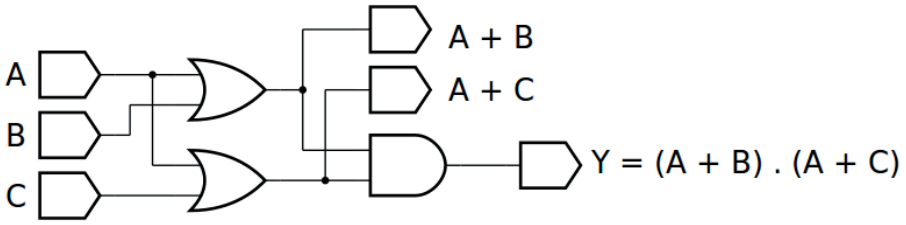
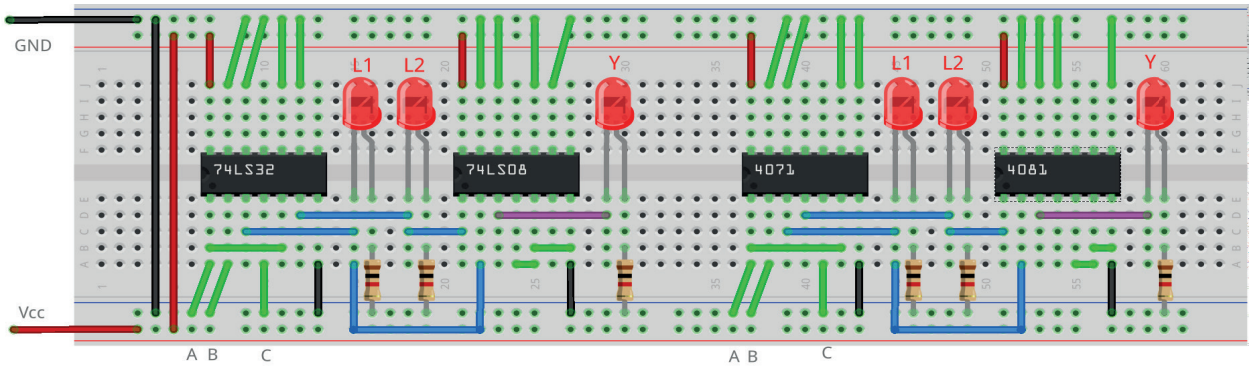

Figura 4.28 – Diagrama esquemático.
Figura 4.30 – Placa de montagem com componentes.
1. Monte o circuito da figura 4.28, conforme mostrado na figura 4.30, na placa de montagem.
6. Simule o circuito da figura 4.28 em um software de simulação para computador (SmartSim, Atanua ou Qucs) e compare com a tabela 4.10.